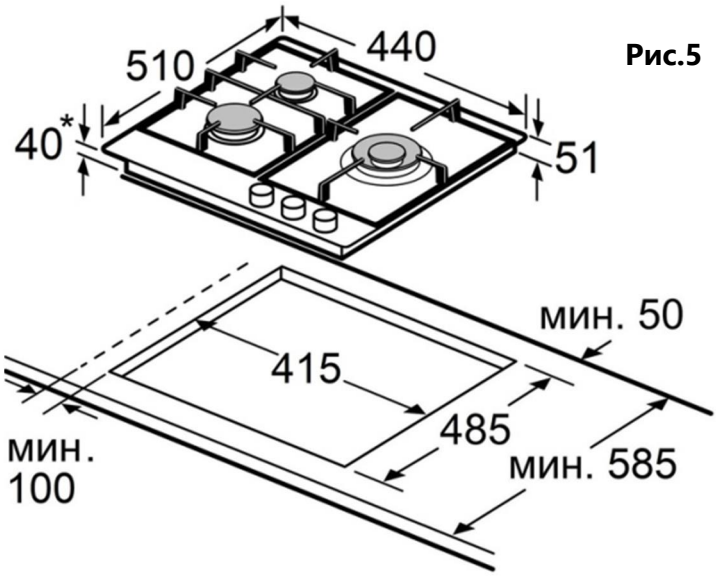

Рис.5
7. Если прибор устанавливается в непосредственной близости от стен, минимальное расстояние между стеной и задней стороной прибора должно составлять 50 мм, между стеной и боковой стороной прибора — 100 мм. На рис.5 указаны размеры установки изделия (все размеры указаны в миллиметрах).